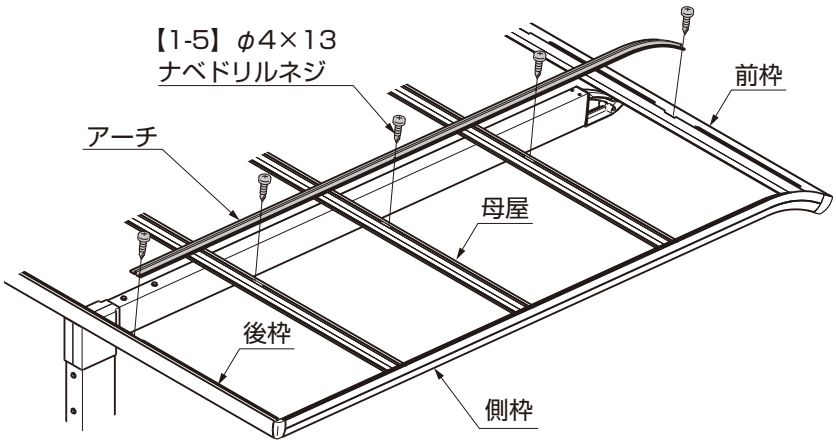
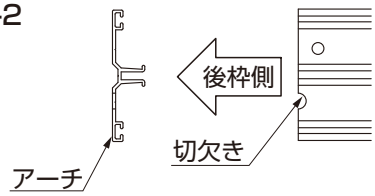

図4-2
図4-3
③アーチの前後を確認して、前枠・後枠・母屋にアーチの穴を合わせて、【1-5】で取付けてください。（図4-2、図4-3参照）
④屋根枠まわりの対角・水平および柱の垂直を出してください。